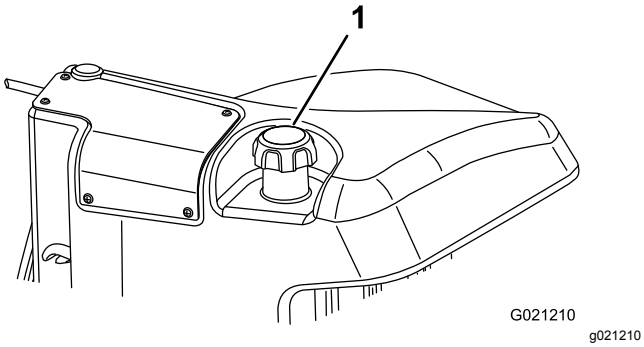

**Figur 27**
3. Fjern dækslet fra brændstoftanken (Figur 27).